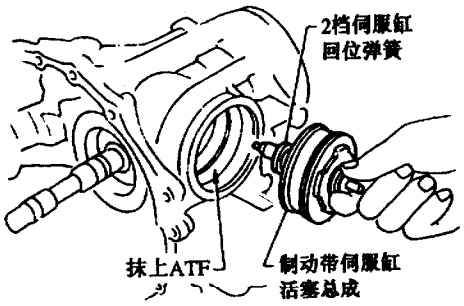

图 9－6－123　安装活塞总成
(8) 如图 9－6－124 所示，将 OD 制动带伺服缸活塞总成装到变速器壳上，然后装好卡环。